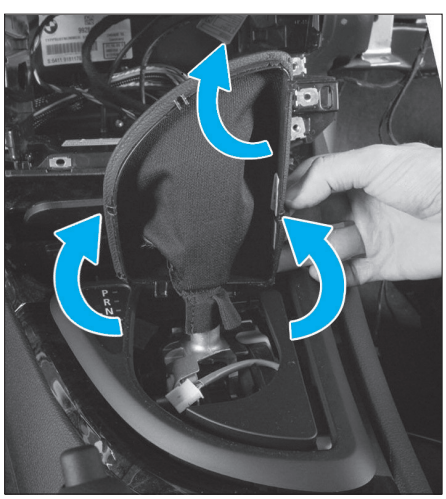

Fig. 11
• Dégrafer avec précaution, le soufflet de son embase **(Fig.11)**.